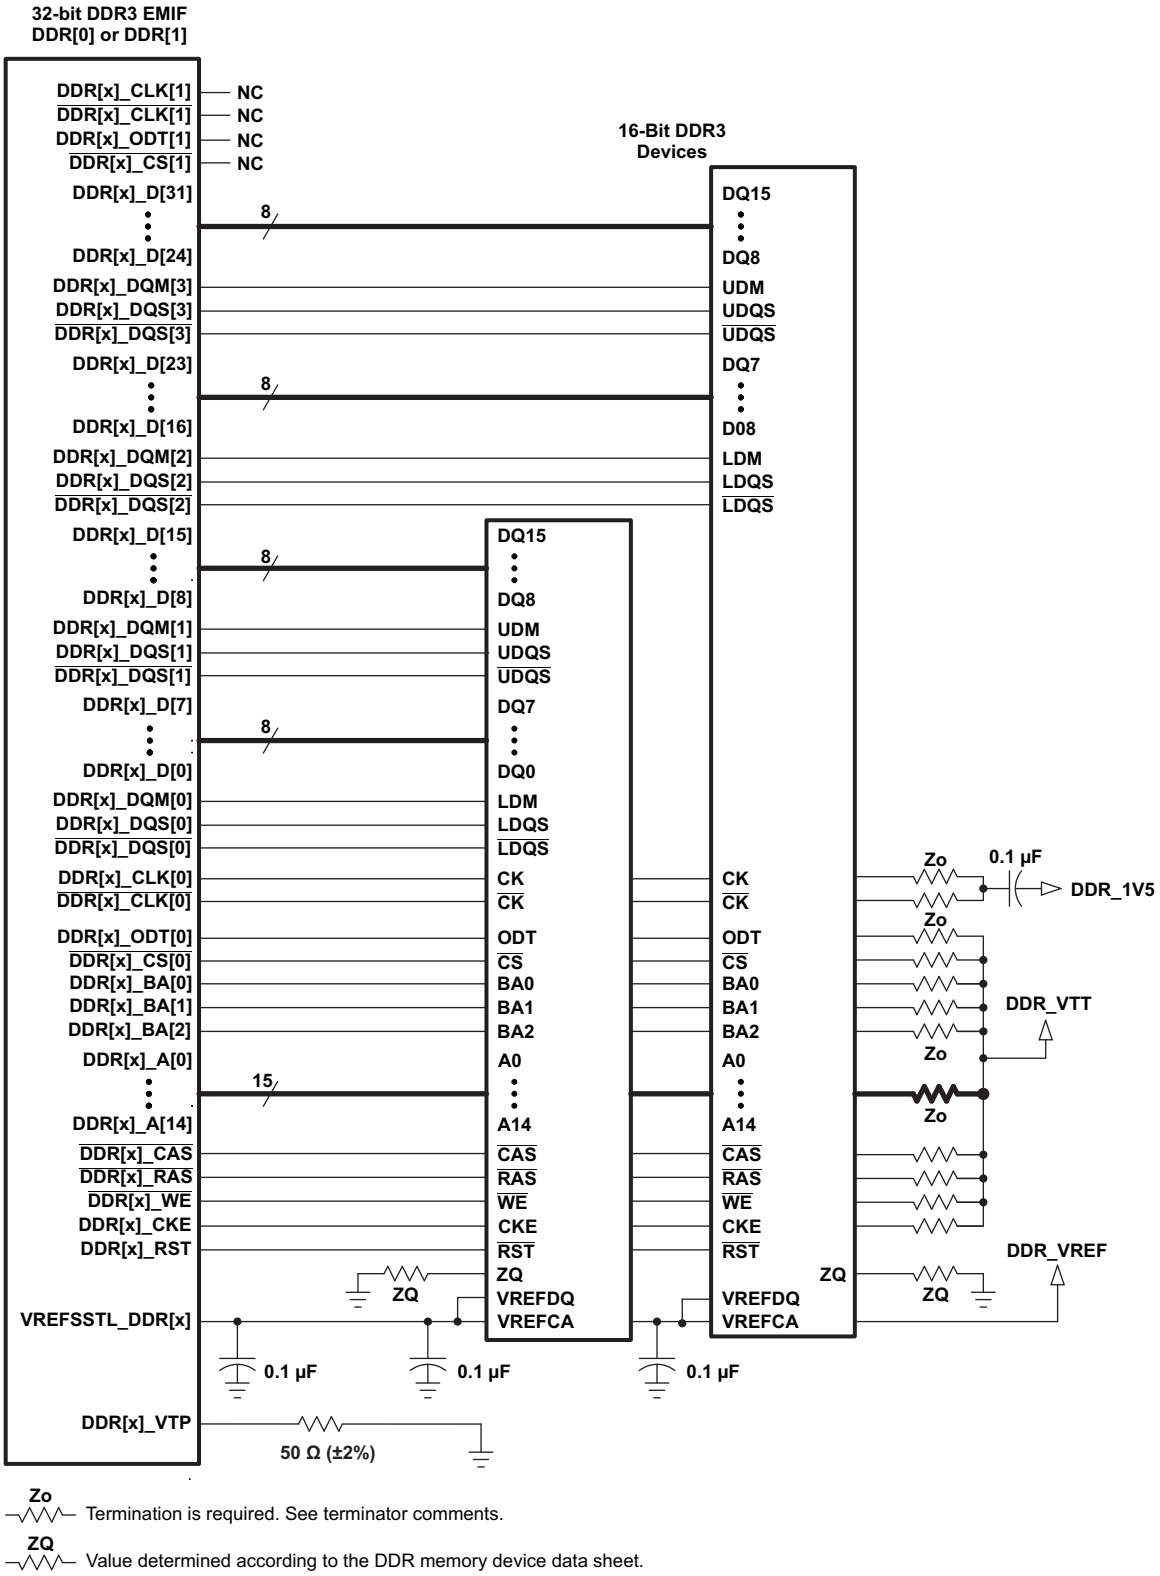
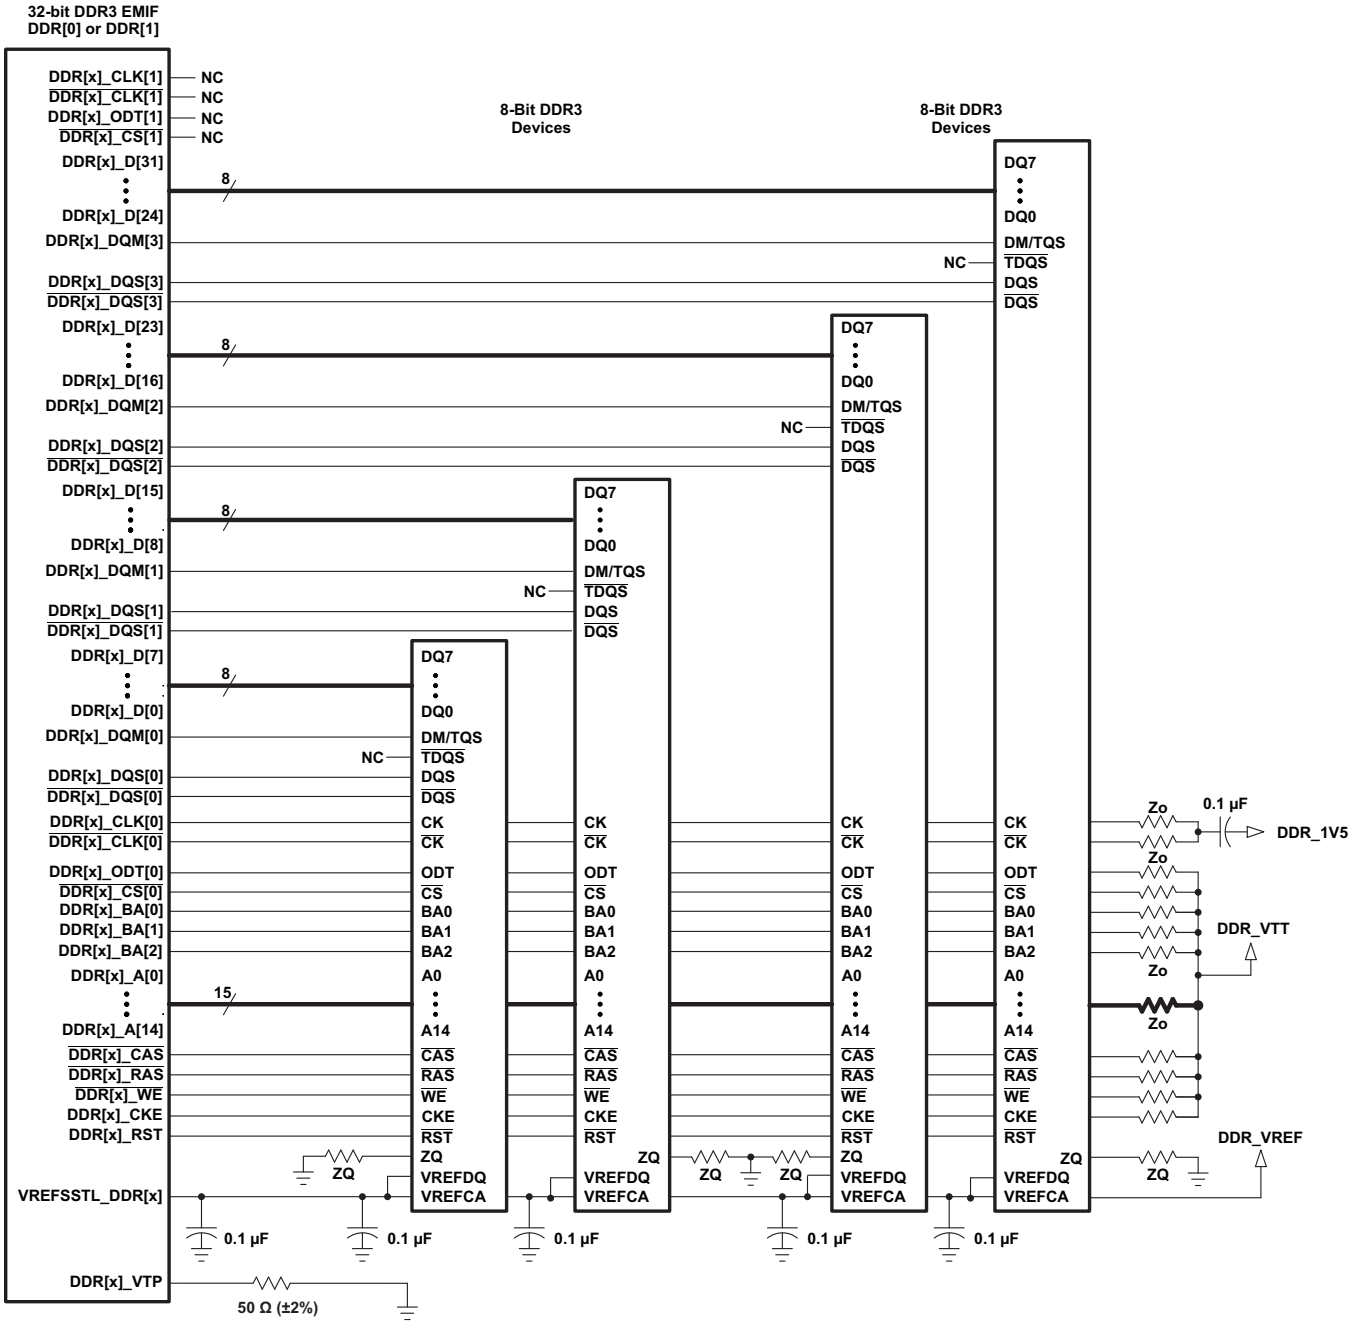

Figure 8-13. 32-Bit, One-Bank DDR3 Interface Schematic Using Two 16-Bit DDR3 Devices
Figure 8-14. 32-Bit, One-Bank DDR3 Interface Schematic Using Four 8-Bit DDR3 Devices
The DDR3 interface schematic varies, depending upon the width of the DDR3 devices used and the width of the bus used (16 or 32 bits). General connectivity is straightforward and very similar. 16-bit DDR devices look like two 8-bit devices. Figure 8-13 and Figure 8-14 show the schematic connections for 32-bit interfaces using x16 devices.
Note that the 16-bit wide interface schematic is practically identical to the 32-bit interface (see Figure 8-13 and Figure 8-14); only the high-word DDR memories are removed and the unused DQS inputs are tied off. The processor DDR[x]_DQS[2] and DDR[x]_DQS[3] pins should be pulled to the DDR supply via 1-kΩ resistors. Similarly, the $\overline{\text{DDR[x]_DQS[2]}}$ and $\overline{\text{DDR[x]_DQS[3]}}$ pins should be pulled to ground via 1-kΩ resistors.
(1) DDR3 speed grade depends on desired clock rate. Data rate is 2x the clock rate. For DDR3-1600, the clock rate is 800 MHz.
(2) For valid DDR3 device configurations and device counts, see Section 8.3.2.3, Figure 8-13, and Figure 8-14.